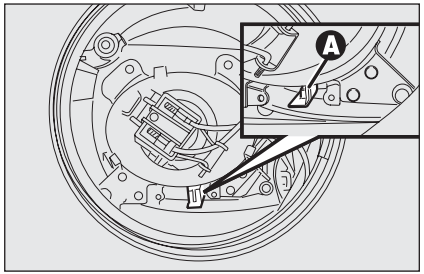

rys. 102 A0E0050m
- ❒ przesunąć w bok dźwigienkę **A-rys. 102**;